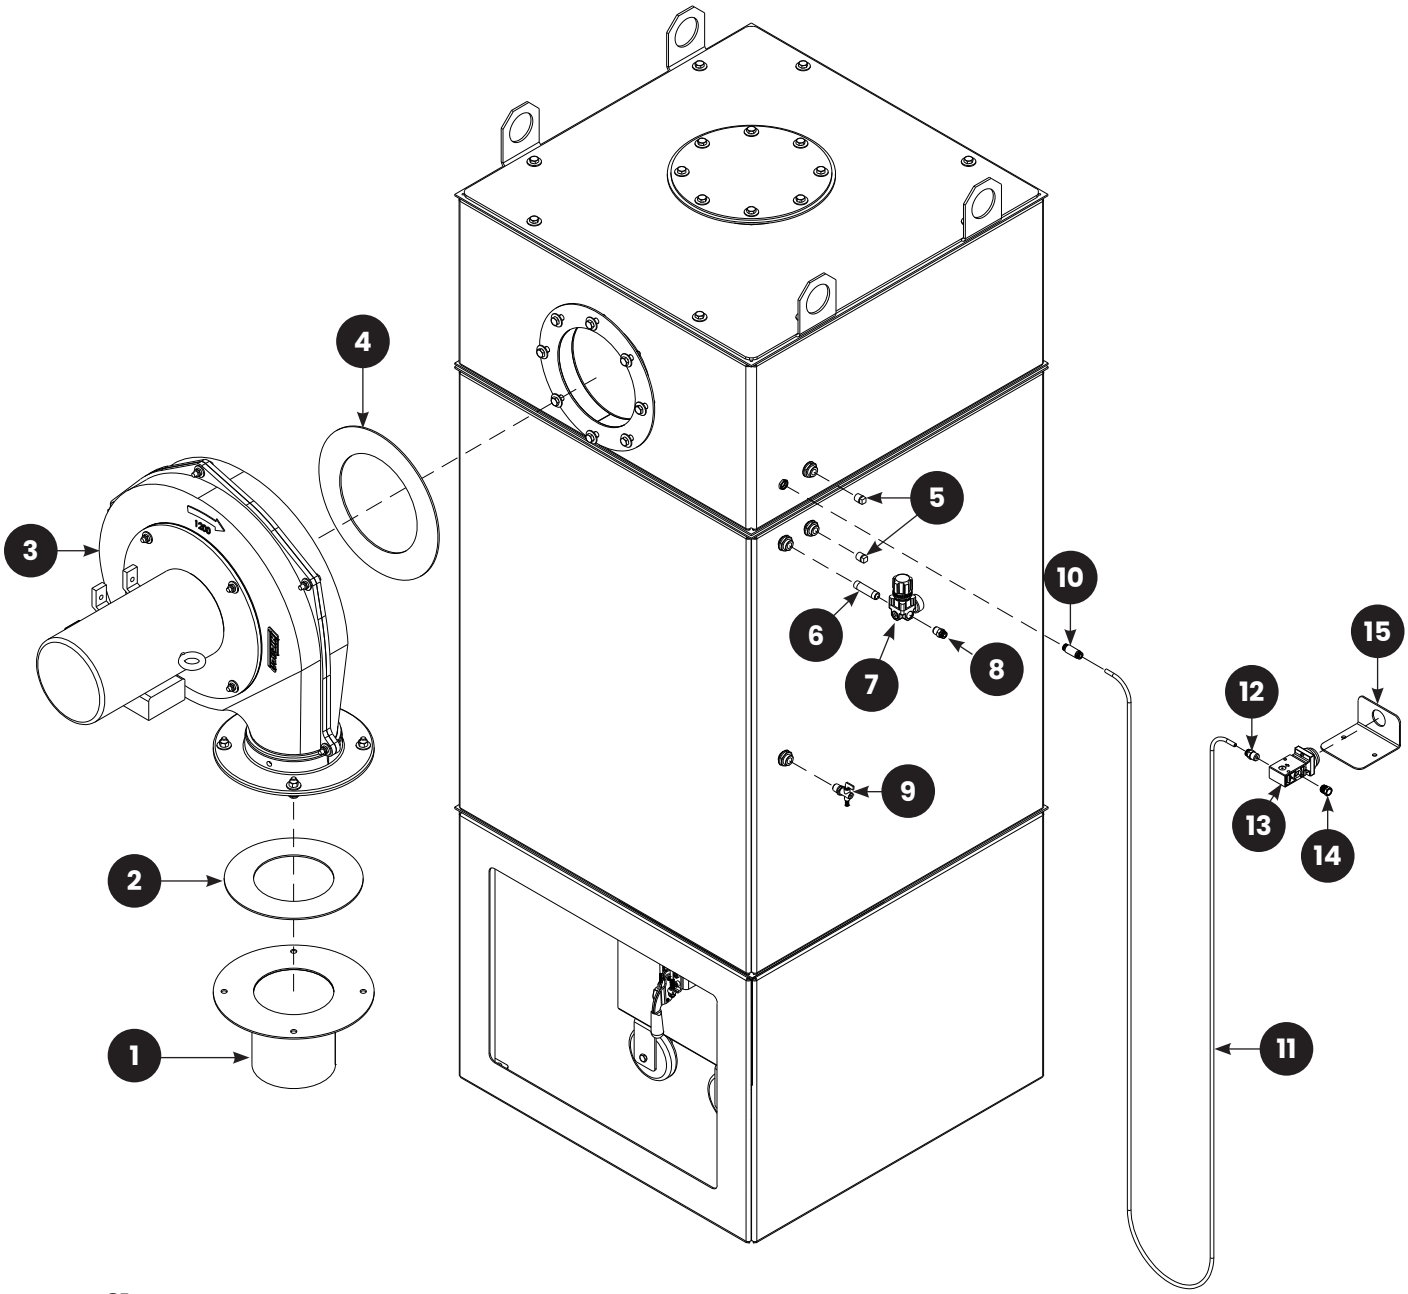

FIGURE 21
9.5 | Fan and Plumbing Assembly — Figure 21